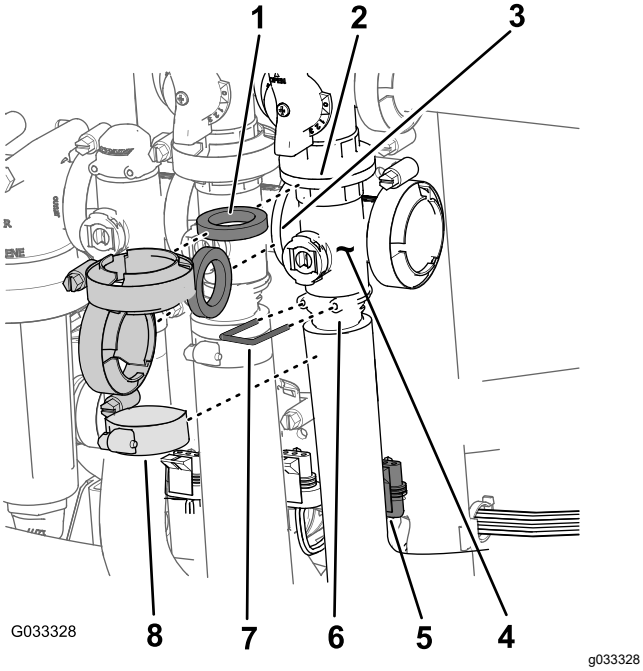

Figuur 71
1. Verwijder de klemmen en pakkingen waarmee de verdeler voor de hoofdklep van de spuitboom (Figuur 71) is bevestigd aan de omloopklep van de spuitboomhoofdschakelaar, de mengklep en de verdeler voor de hoofdklep van de spuitboom (aan het uiteinde van de slang voor de vloeistofmeter).
2. Verwijder de borgclip waarmee de uitgaande fitting aan de verdeler voor de hoofdklep van de spuitboom is bevestigd (Figuur 71).